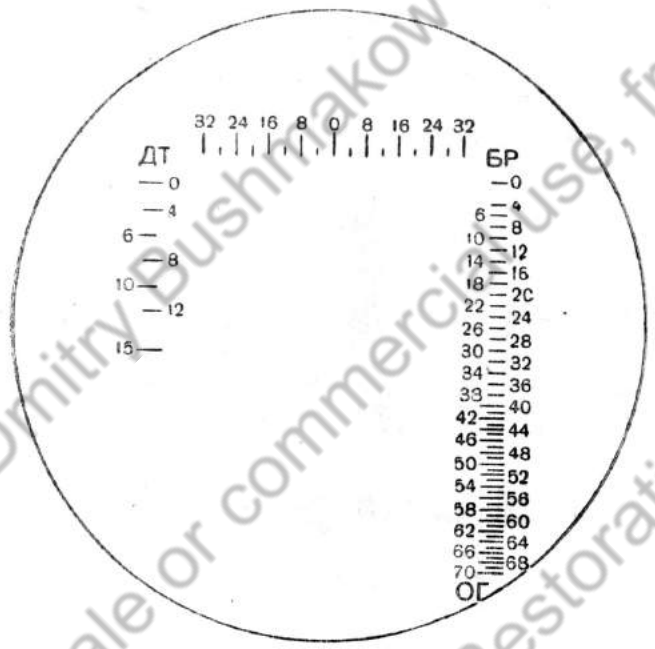

Рис. 69. Шкалы прицела ПТ4-15
2. Установить горизонтальную нить перекрестия маховичком *10* на деление шкалы, соответствующее расстоянию до цели (рис. 69).